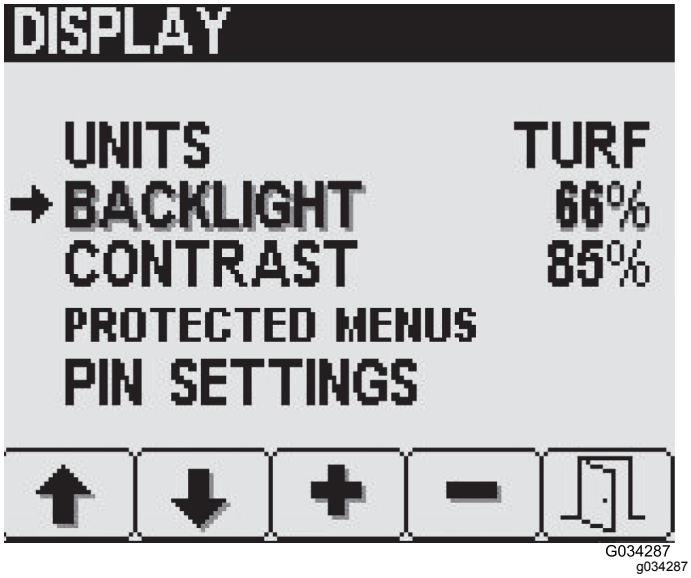

**Рисунок 28**
2. На экране Display (Дисплей) нажмите кнопку 2, чтобы перейти к пункту Backlight (Подсветка) или Contrast (Контрастность) (Рисунок 28).
3. Нажмите кнопку 3 (увеличить) или 4 (уменьшить), чтобы отрегулировать яркость подсветки или степень контрастности светодиодного дисплея (Рисунок 28).